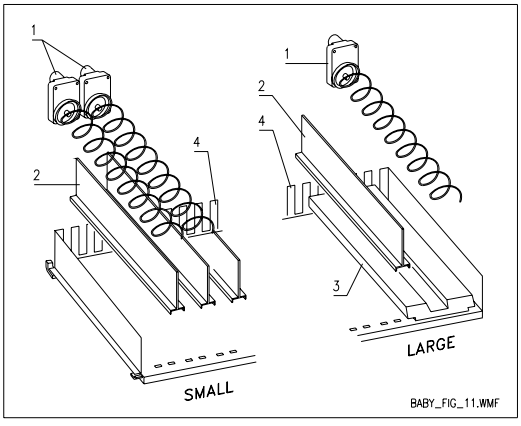

FIG. 13
9.4 INSTRUCCIONES PARA CONVERTIR EL ESPACIO DE LOS CAJONES DE UNO GRANDE A DOS ESPACIOS PEQUEÑOS (FIG. 13)
9.5 INSTRUCCIONES PARA CONVERTIR EL ESPACIO DE LOS CAJONES DE DOS ESPACIOS PEQUEÑOS A UN ESPACIO GRANDE (FIG. 13)